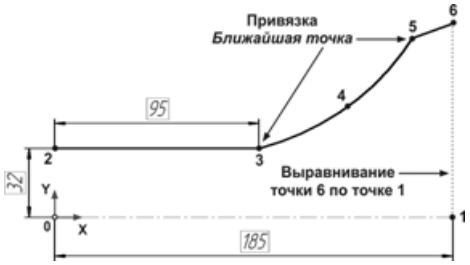

Рис. 5.167
- Нажмите кнопку **Дуга по трем точкам** панели расширенных команд ввода дуг инструментальной панели **Геометрия**. Постройте дугу 3-4-5 стилем линии **Основная** (рис. 5.167). Начальную точку 3 дуги укажите с помощью привязки **Ближайшая точка**. Остальные точки укажите произвольно.
- Постройте отрезок 5-6, как это показано на рис. 5.167. Начальную точку 5 укажите в конце дуги, с помощью привязки **Ближайшая точка**. Конечная точка 6 должна быть выровнена по вертикали относительно конечной точки осевой линии (точка 1).